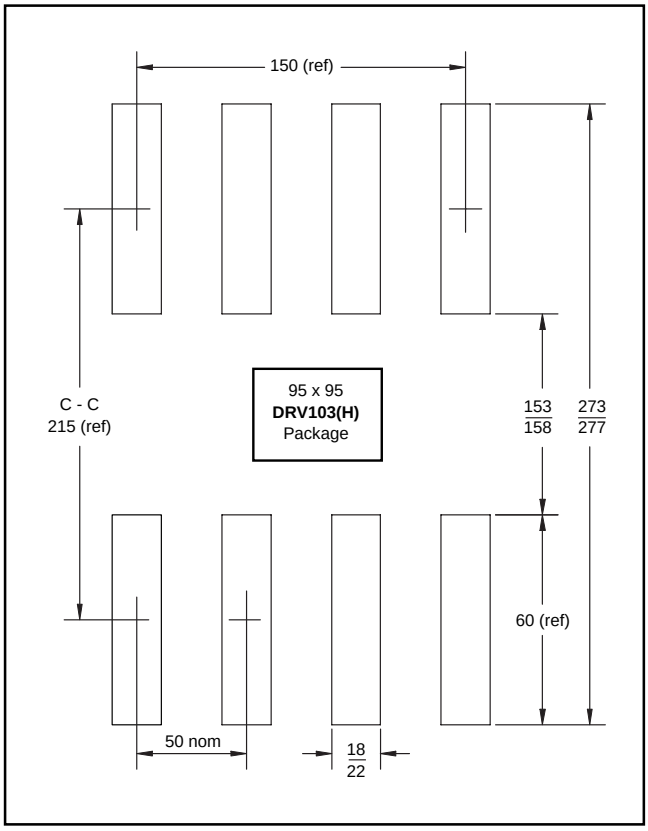
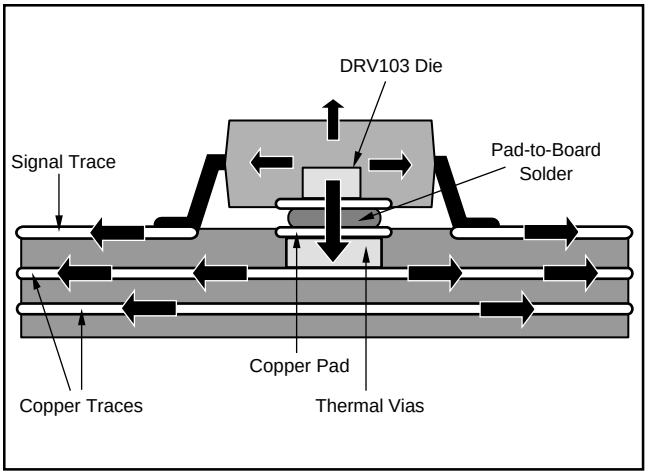
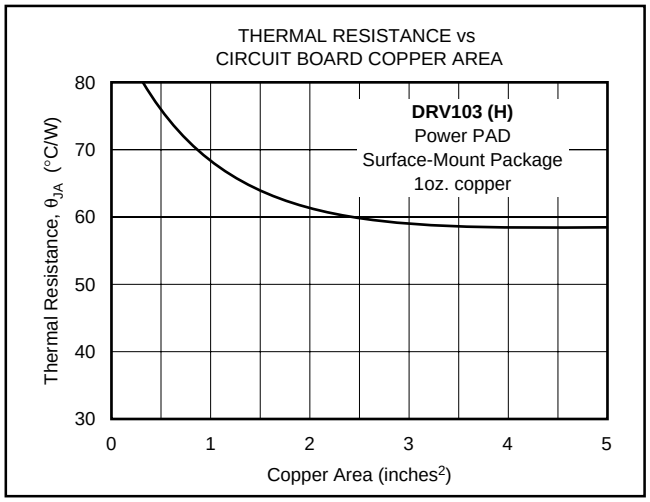

FIGURE 12. Recommended PCB Layout.
FIGURE 13. PowerPAD Heat Transfer.
FIGURE 14. Heat Sink Thermal Resistance vs Circuit Board Copper Area.
Figure 12 provides recommended PCB layouts for both the SO-8 (U) and the PowerPAD™ SO-8 (H) packages. Although the metal pad of the PowerPAD™ SO-8 (H) package is electrically connected to ground (pin 4), no current should flow in this pad. Do NOT use the exposed metal pad as a power ground connection or erratic operation will result. For lowest overall thermal resistance, it is best to solder the PowerPAD™ directly to a circuit board, as illustrated in Figure 13. Increasing the "heat sink" copper area improves heat dissipation. Figure 14 shows typical junction-to-ambient thermal resistance as a function of the PC board copper area.